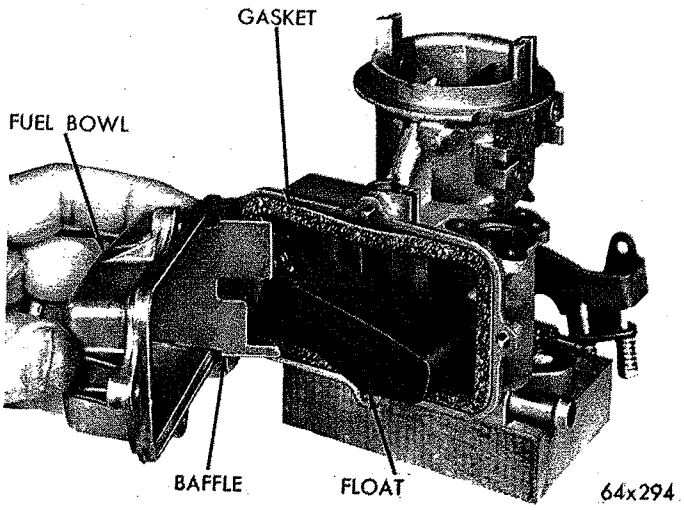
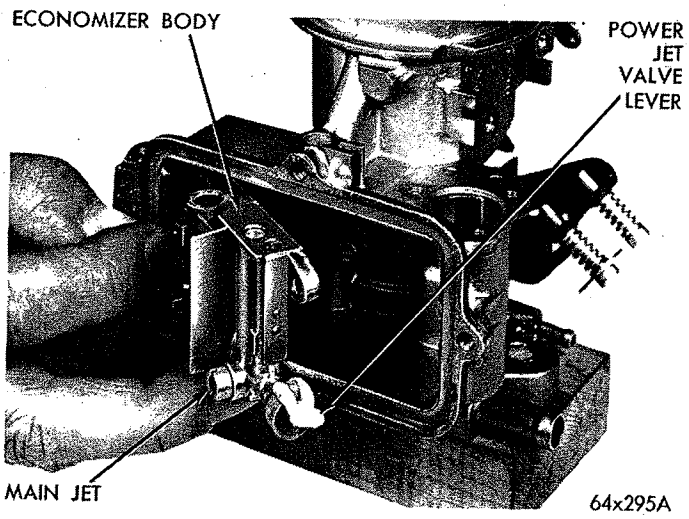

***Fig. 5—Removing or Installing Fuel Bowl***
***Fig. 6—Removing or Installing Economizer Body***
(7) Remove fuel bowl attaching screws, then remove fuel bowl, baffle and gasket, as shown in (Fig. 5). Slide baffle out of bowl. Discard gasket. Remove float bumper spring.
(8) Using a suitable tool, remove float retaining clip, then slide float off fulcrum pin.
(9) Remove screws that attach the economizer body and plugs, then remove economizer body (Fig. 6).
(8) Turn carburetor with bowl opening up then position the main well and economizer body in carburetor, as shown in (Fig. 6). Install screws and tighten securely.
(9) Engage choke link with choke lever and fast idle cam. Place cam in position, then install retaining screw. Tighten screw securely.
(10) Slide float into position over the fulcrum pin and secure with retainer clip.
(11) Install fuel inlet needle, seat and new gasket. Tighten seat securely. Install the float bumper spring. Check float setting as follows: